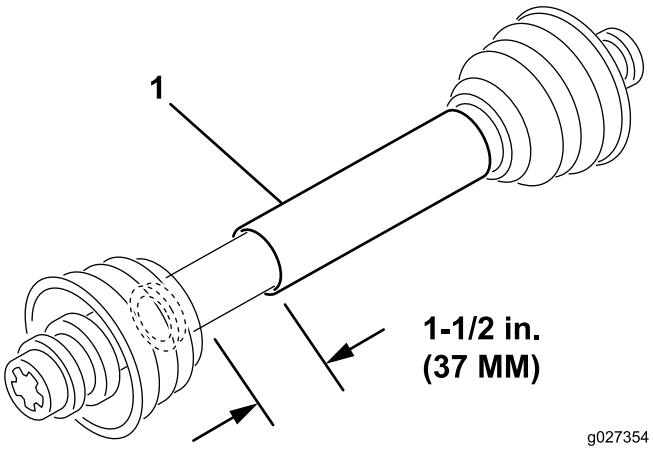

Figuur 4
3. In de kortste stand moeten de 2 helften van de aftakas nog minimaal 37 mm hebben om verder in te schuiven (Figuur 4).